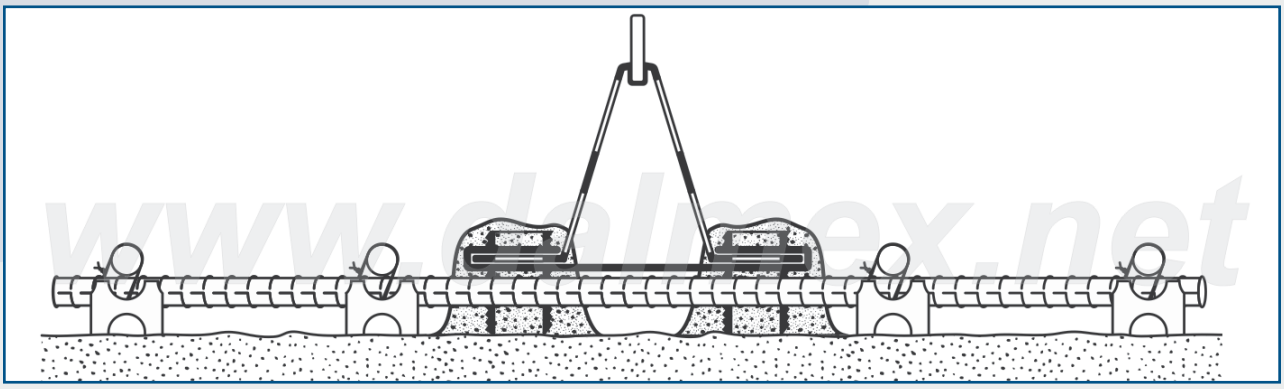

рис. 9
3.2. Нижняя сетка армирования под Треформ (наиболее простой и надежный способ, см. рис.9).